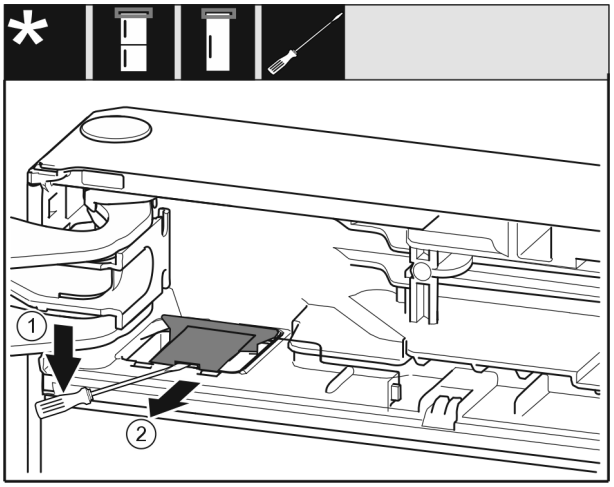

Fig. 12
▶ Use a flat-blade screwdriver to disengage the cover *Fig. 12 (1)*.
▶ Remove the cover *Fig. 12 (2)*.